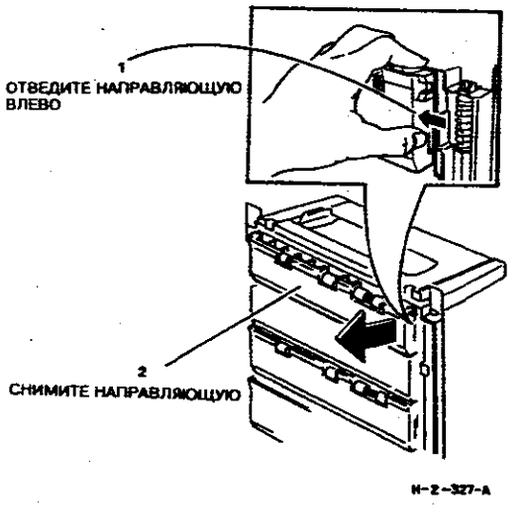

**Рисунок 1. Снятие правой направляющей**
3. (Рисунок 1) Снимите соответствующий узел правой направляющей.